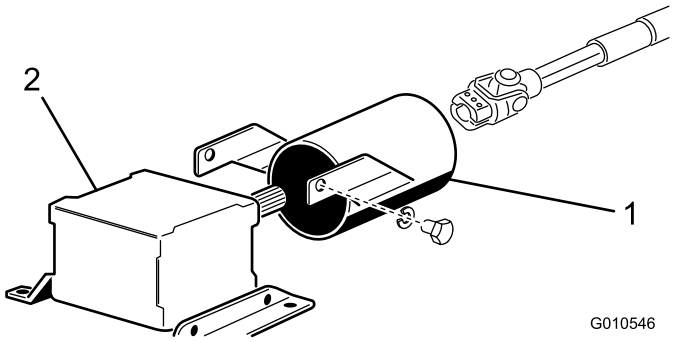

Figuur 7
1. Verwijder de 2 tapbouten en borgringen waarmee de montagebeugels van de aftakasbescherming aan de tandwielkast zijn bevestigd (Figuur 7).
2. Schuif de aftakasbescherming op de aftakas en plaats de bescherming zoals wordt getoond in Figuur 7.